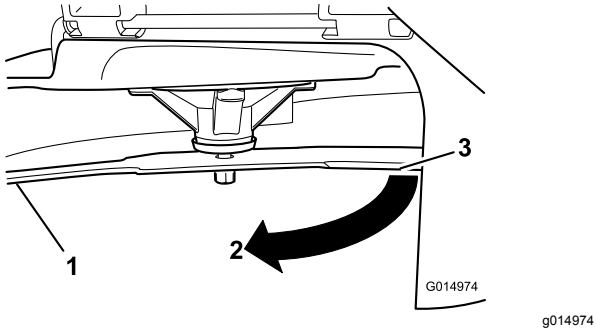

Figuur 65
3. Gemeten afstand tussen mes en de ondergrond (A)
4. Draai hetzelfde mes 180 graden, zodat de maairand aan de andere kant nu in dezelfde stand staat (Figuur 65).